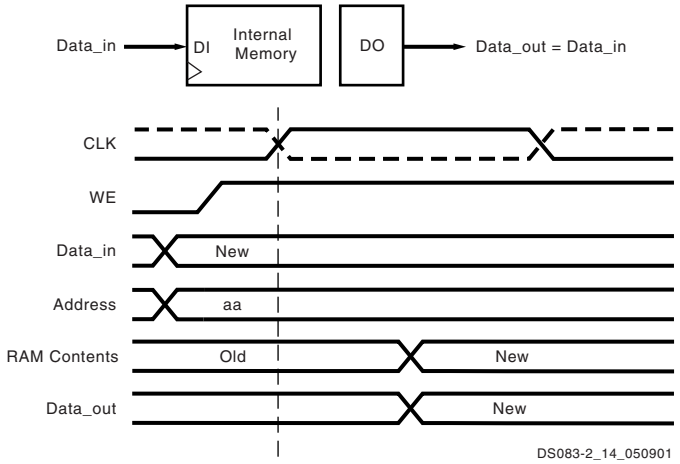

Figure 49: **WRITE_FIRST Mode**
The WRITE_FIRST option is a transparent mode. The same clock edge that writes the data input (DI) into the memory also transfers DI into the output registers DO, as shown in Figure 49.